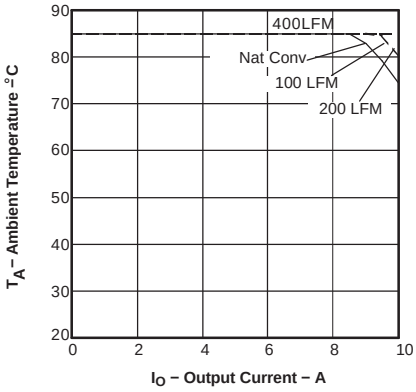

Figure 4.
(2) SOA graphs represent the conditions at which internal components are at or below the manufacturer's maximum operating temperatures. Derating limits apply to modules soldered directly to a 4 in. × 4 in., double-sided PCB with 1 oz copper. For surface mount products (AS and AZ suffix), multiple vias (plated through holes) are required to add thermal paths around the power pins. Please refer to the mechanical specification for more information. Applies to Figure 4.
(3) The peak-to-peak output ripple voltage is measure with an external 10 µF ceramic capacitor on the output.